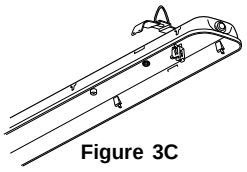

Figure 3C
See figure 3C.
C. Montage suspendu avec ferrure de montage(Requiert une chaîne non fournie) **Voir la figure 3C.**
Pour C: Fixer la chaîne au plafond. Insérer le support sur la chaîne et fixer aux ferrures de montage. Joindre les ferrures de montage au boîtier de l'appareil. **Voir la figure 3C.**